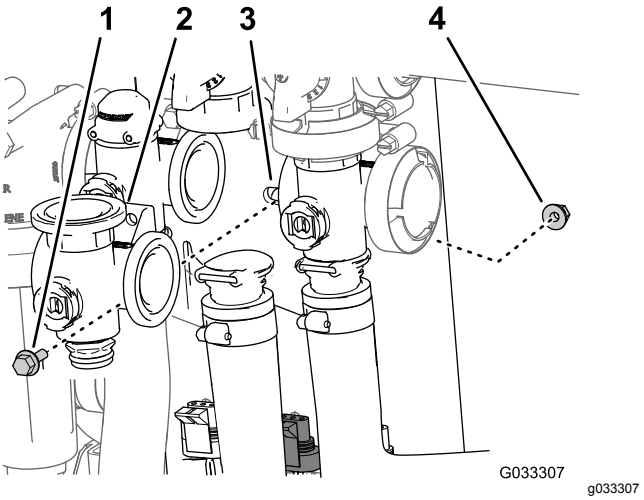

**Rysunek 65**
3. Odkręć śrubę kołnierzową i nakrętkę zabezpieczającą kołnierzową mocujące zawór mieszania do jego wspornika, a następnie odkręć rozgałęźnik zaworu od maszyny (Rysunek 65).